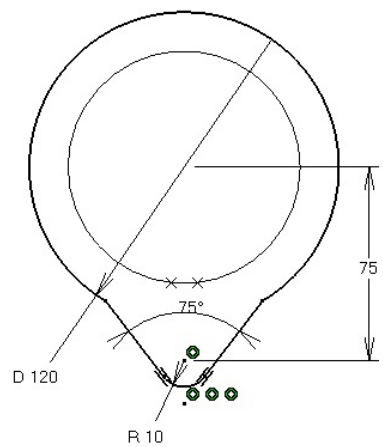

Figure 10-59 *The sketch for the second section of the base surface*
5. Draw the sketch, as shown in Figure 10-59, and exit the **Sketcher** workbench.